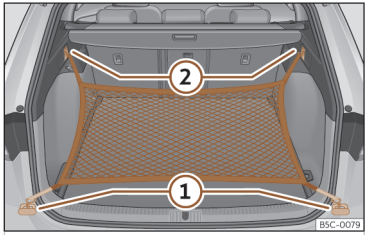

Abb. 187 Im Gepäckraum: Ösen ① und Haken ② zum Einhängen des Gepäckraumnetzes.
- Hängen Sie die kurzen Haken des Netzes in die Verzurrösen ein ››› **(Abb. 187)** ① ››› ⚠. Der Reißverschluss des Gepäckraumnetzes muss dabei nach oben zeigen.
- Befestigen Sie die Spanngurte in den Taschenhaken ②.